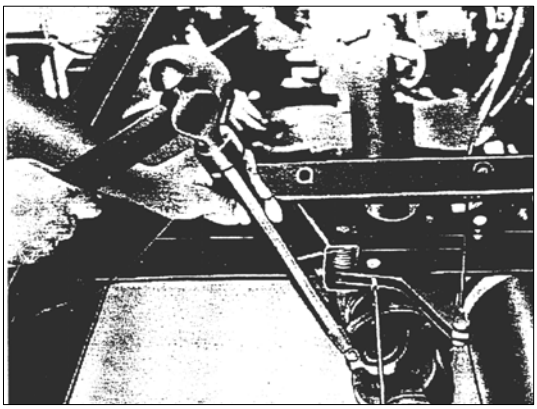

РИС. 254
1) Расстопорите и открутите гайки болтов крепления фланцев карданного вала, чтобы разъединить заднюю часть карданного вала с передней частью, осторожно положите передний конец задней части карданного вала на землю (см. рис. 254).
в) Затягивайте гайки крепления фланцев карданного вала с требуемым крутящим моментом и закрепляйте их стопорными пластинками (см. рис. 254).